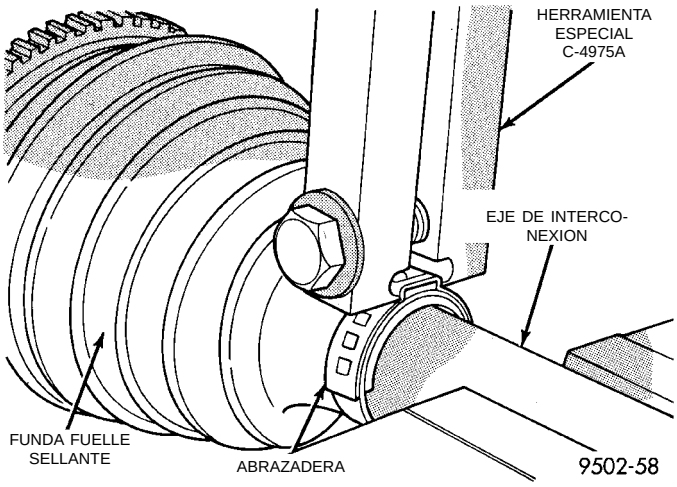
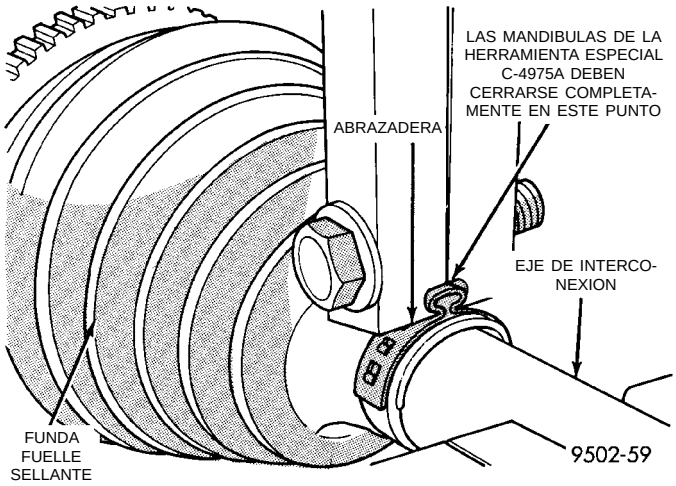

Fig. 50 Herramienta plegadora instalada en la abrazadera de funda fuelle sellante
Fig. 51 Abrazadera de retención de la funda fuelle sellante instalada
(6) Instale la abrazadera de la funda fuelle sellante externa de la junta homocinética al eje de interconexión de forma uniforme en la funda fuelle sellante.
(7) Inmovilice con la abrazadera la funda fuelle sellante en el eje de interconexión mediante la Herramienta plegadora, Herramienta especial C-4975-A, y ateniéndose al procedimiento siguiente. Coloque la Herramienta plegadora C- 4975-A sobre el puente de la abrazadera (Fig. 50). Apriete la tuerca en la Herramienta plegadora C- 4975-A hasta que las mandíbulas de la Herramienta se hayan cerrado completamente, cara a cara (Fig. 51).